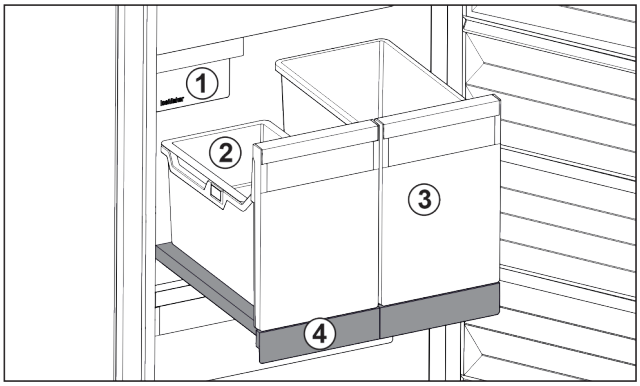

Fig. 40 Выдвижная панель с IceTower
(1) IceMaker
(2) Подвесной лоток для кубиков льда
(3) Контейнеры для пиццы, алкогольных напитков
(4) Выдвижная панель
На выдвижной панели находятся два высоких контейнера (IceTower). В контейнере *Fig. 40 (2)* собираются и хранятся кубики льда из IceMaker. Контейнер *Fig. 40 (3)* подходит для хранения высоких продуктов, таких, как пицца или алкогольные напитки.